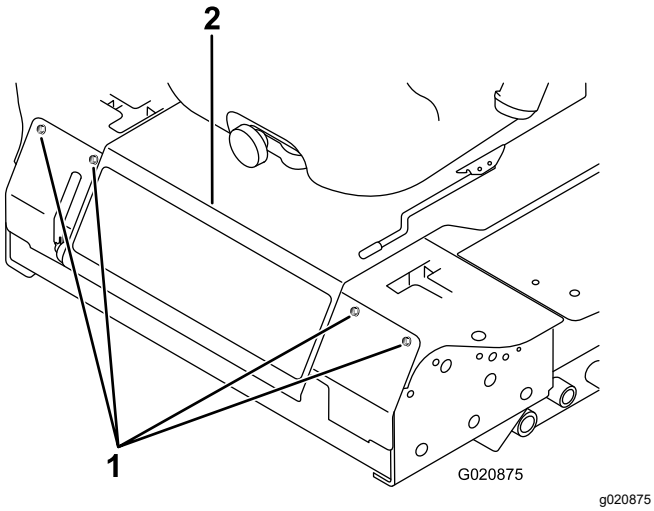

Figuur 82
2. Draai de bouten los waarmee het voorpaneel vastzit, en verwijder het paneel (Figuur 82).